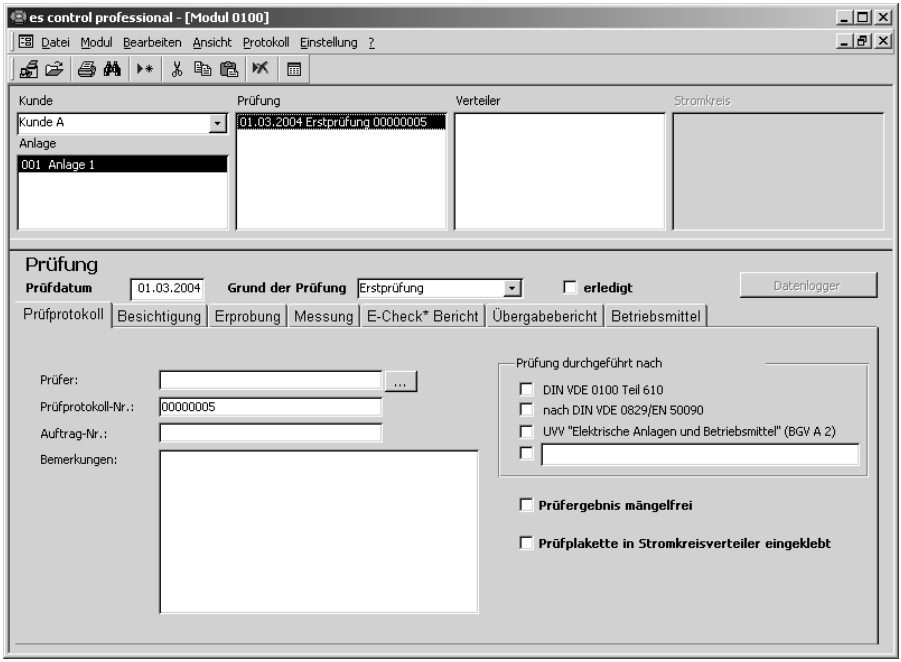

Bild 5.8: Datensatz für Prüfung hinzufügen
- Legen Sie nun einen neuen Datensatz an. Benutzen Sie dazu den Menübefehl "Bearbeiten | Neuer Datensatz " oder verwenden Sie das Kontext-Menü, welches mit der rechten Maustaste aufgerufen wird. Es wird eine Prüfung für die Anlage "Anlage 1" beim Kunden "Kunde A" angelegt. Der neue Datensatz für die Prüfung wird dargestellt wie in Bild 5.8.